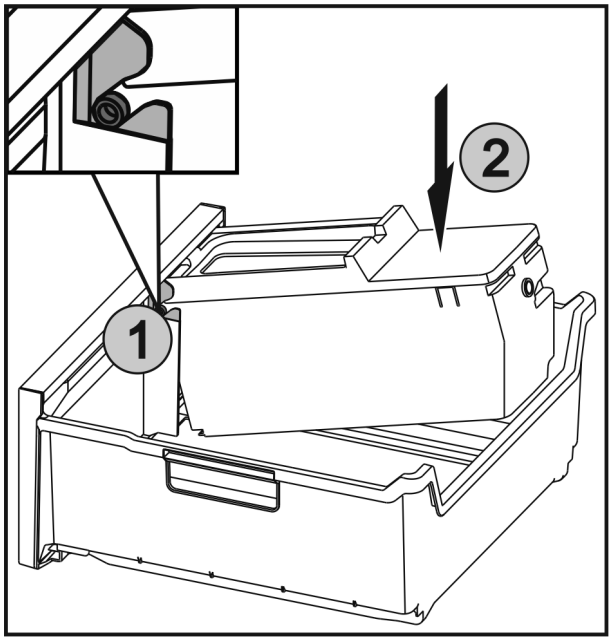

Fig. 70
▶ Insert the axles *Fig. 70 (1)* on the EasyTwist-Ice in the guides and push the rear side *Fig. 70 (2)* until the lug engages.